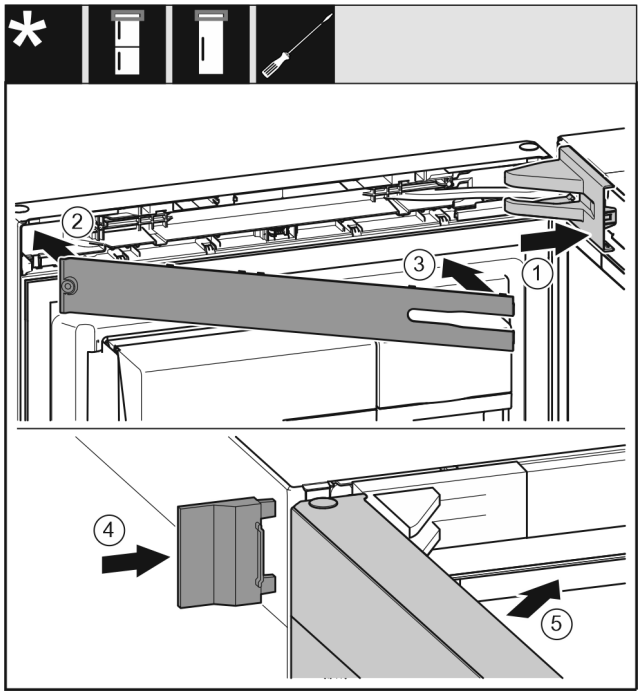

Fig. 26
▶ Lagerbockabdeckung aufsetzen und einrasten, ggf. vorsichtig auseinanderdrücken. *Fig. 26 (1)*
▶ Blende aufsetzen. *Fig. 26 (2)*
▶ Blende einschwenken und einrasten. *Fig. 26 (3)*
▶ Äußere Abdeckung aufschieben. *Fig. 26 (4)*
▶ Obere Tür schließen. *Fig. 26 (5)*